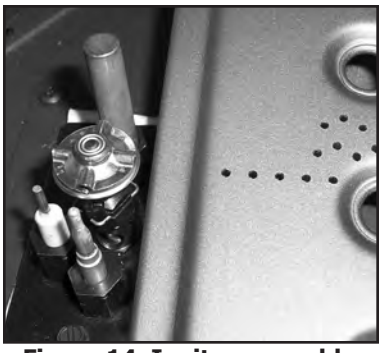

Figure 14. Ignitor assembly beside the burner.
8. Reinstall the burner, brick panels, log set, embers, and glass door. Also refer to Secondary Installation - Installing Log Set and Embers in your Owner's Manual. When re-installing the burner, ensure that the burner to pilot hood relationship is similar to what is shown in Figure 14. On some units you will need to pay special attention when installing the burner that the venturi adjustment rod is properly installed into the venturi adjustment piece welded to the burner venturi tube